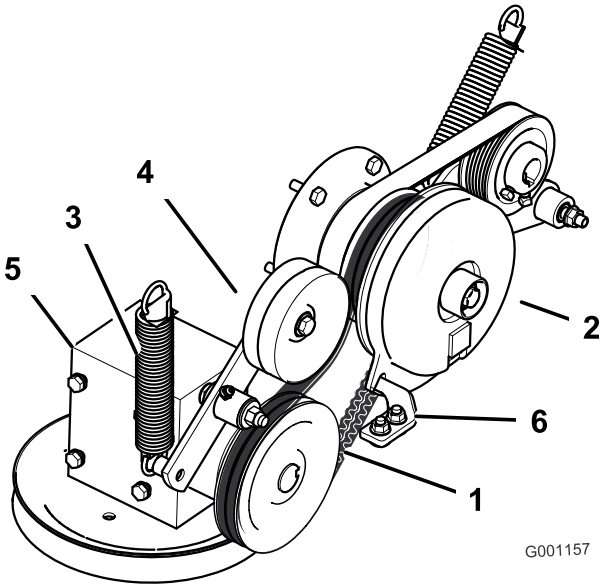

Figur 54
4. Tag fjederen af styrearmen (Figur 54).
7. Monter kraftudtagets drivrem omkring koblingens remskive og gearkassens remskive (Figur 54).
9. Monter fjederen på styrearmen (Figur 54).